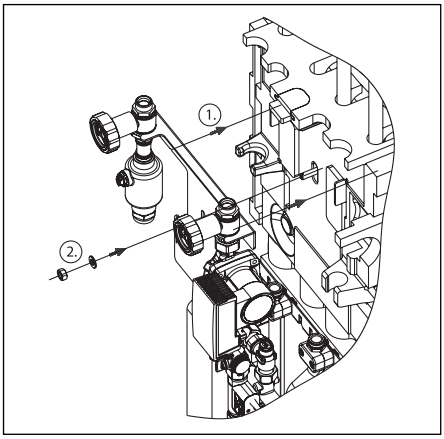

Fig. 17 Montaggio del Gruppo solare
– Agganciare il gruppo solare al supporto (Fig 17 Punto 1) e fissare con una rondella e un dado di sicurezza (Punto 2)